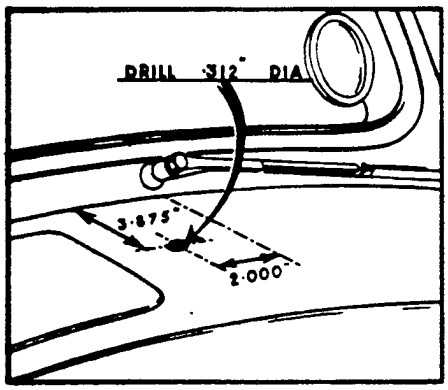

FIG. 4.
4. Drill the scuttle as shown in Fig.4:-